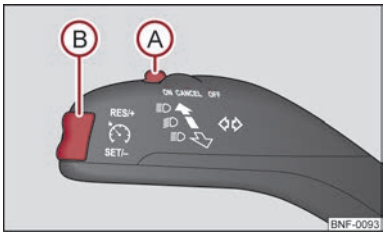

Fig. 63 Operating lever: Rocker switch and switch of the cruise control system
The cruise control system is operated by means of the switch Ⓐ ⇒ Fig. 63 and the rocker switch Ⓑ in the left multi-functional lever.
– You can **increase** the stored speed without depressing the accelerator, by pressing the rocker button Ⓑ ⇒ Fig. 63 into the **RES+** position.
You can **resume the stored speed** by releasing the brake pedal or clutch pedal and by briefly pressing the rocker button Ⓑ ⇒ Fig. 63 in the **RES** position.
– Press the switch Ⓐ ⇒ Fig. 63 to the right into position **OFF**. ■